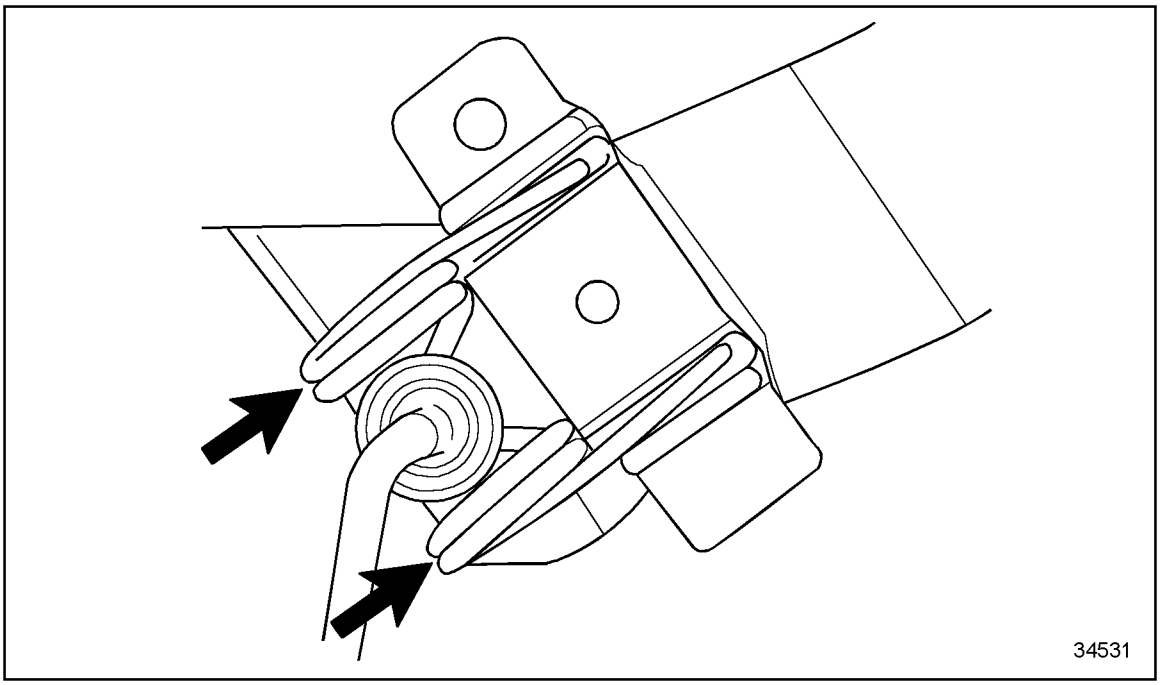

Figure 1-504 Installing the Slave Piston Assembly Torsion Spring
4. Install the slave piston assembly torsion spring with the ends over the bridge. See Figure 1-504.